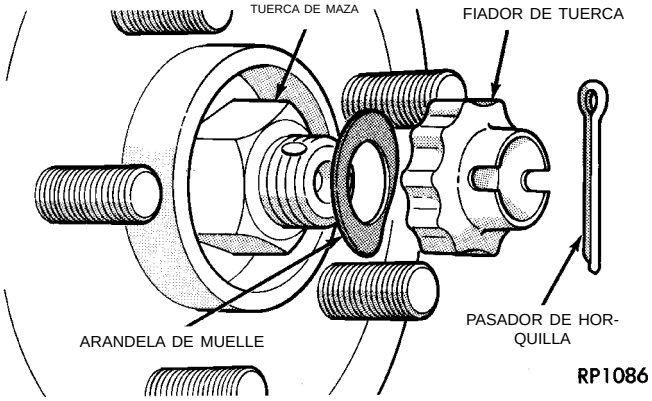

Fig. 3 Pasador de horquilla, fiador de tuerca y arandela de muelle
(1) Retire el pasador de horquilla, el fiador de tuerca y la arandela de muelle (Fig. 3) del extremo de la mangueta de la junta homocinética externa.